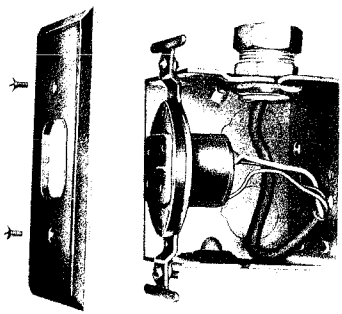

Fig. 3 — 497A Jack Mounted in Outlet Box
5.01 The 391A, 493A and 497A jacks may be flush-mounted in outlet boxes, baseboards and panels. Fig. 3, 4, 5 and 7 show these mounting arrangements.
5.02 The 497A jack in outlet box (Fig. 3) is mounted as follows:
2. Connect station wire to block, and dress as shown in Fig. 3.